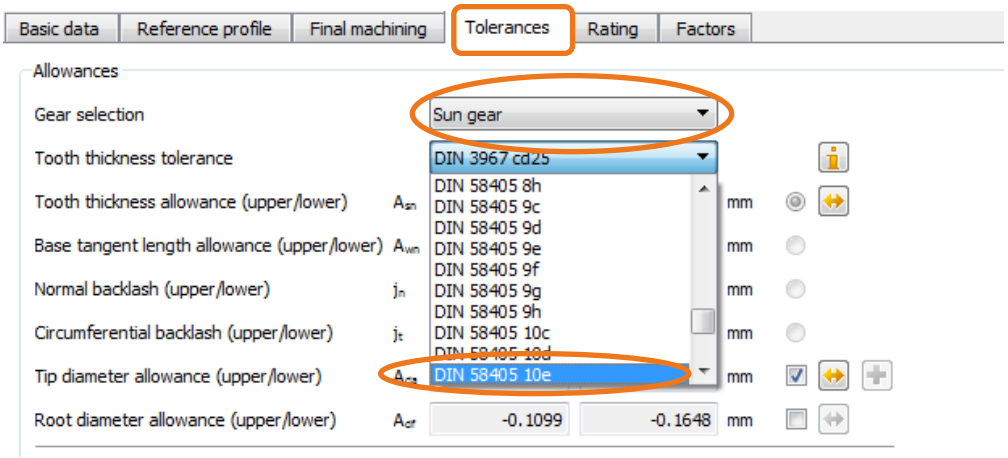
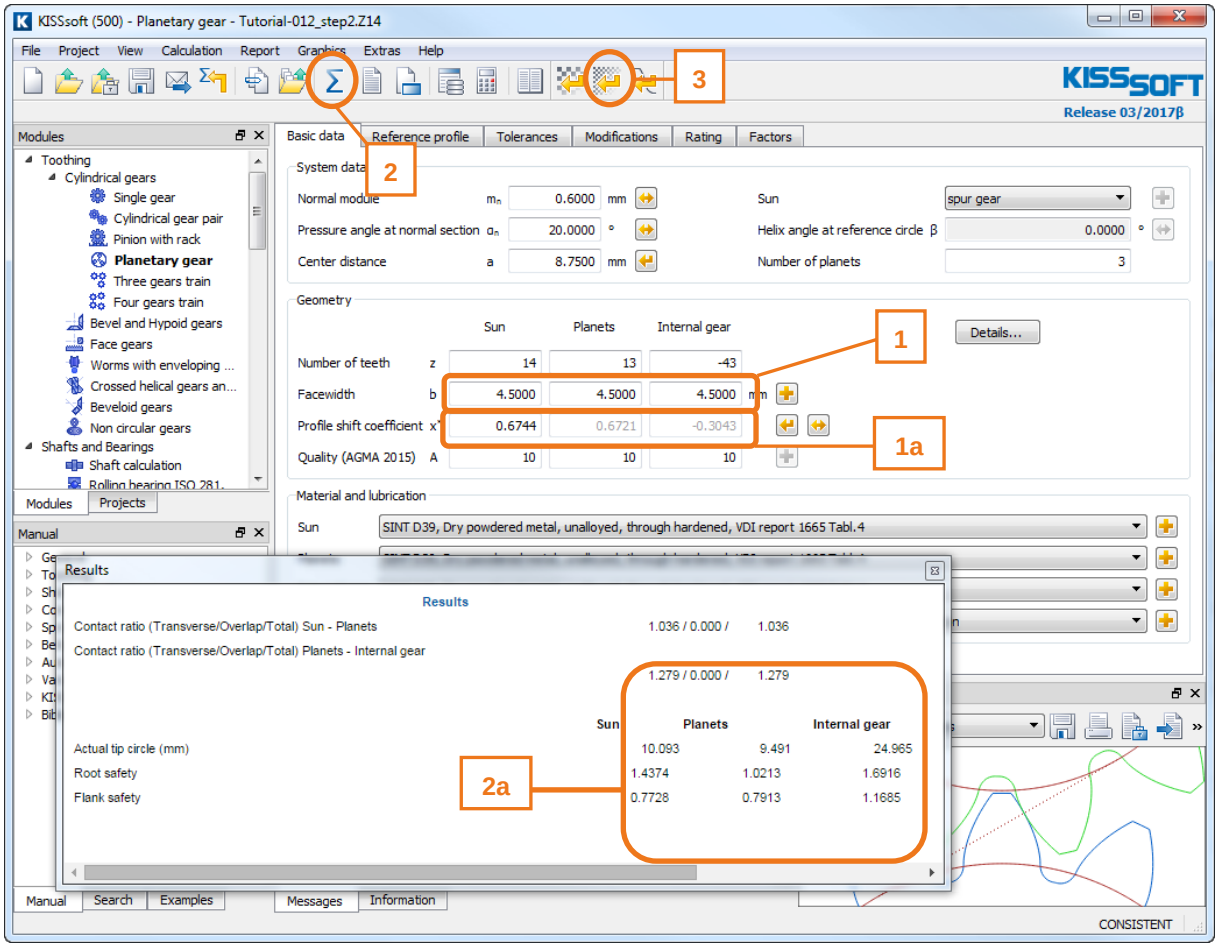

图16. 设置公差
图18. 计算，校核结果，并打开精细选型功能
由于模数小于 1.0，我们推荐用户使用另一种不同的公差标准。打开“**Tolerances**”标签，在这个界面中，为每个齿轮选择齿厚公差“DIN 58405 10e”，如图 16。这里的 10 代表质量等级（区间宽度），意味着“lower quality 较低的质量等级”。字母“e”代表区间上限，也就是侧隙的定义。因此，用户需要在“**Basic data**”标签下，将质量等级设置为 10 级（如图 18 中的 1a）。
在定义公差之后，用户也许会想输入一个更好的齿宽值。在本案例中，我们使用（1）中的参数，如图 18。点击**[Calculate F5]** (2)，用户可以在“Results overview”窗口中看到粗选型得到的行星轮组的初步计算结果，如图 18（2a）。
这一步会完成预选型步骤。为了之后的步骤，使用接近正确尺寸的数值来完成精细选型功能。现在，要生成一个优化后的方案，点击精细选型（3）按钮，如图 18。